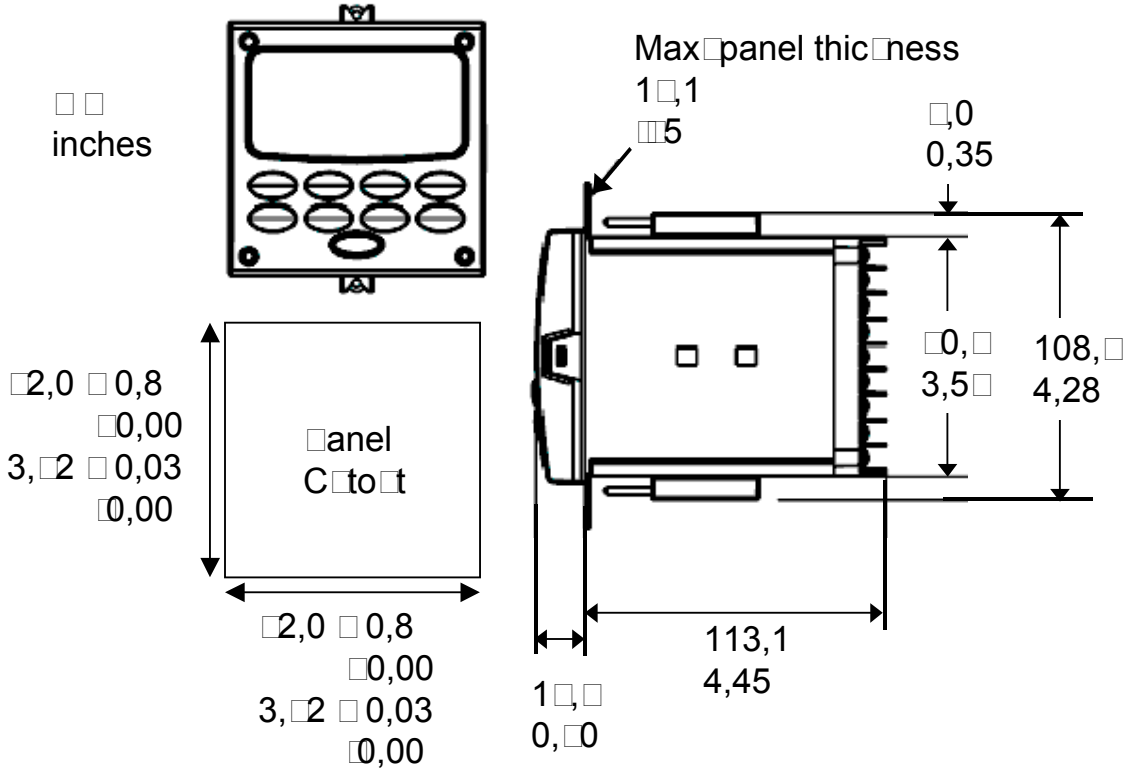

Figure 2-2 Mounting Dimensions (not to scale)
- Overall dimensions and panel cutout requirements for mounting the controller are shown in Figure 2-2.